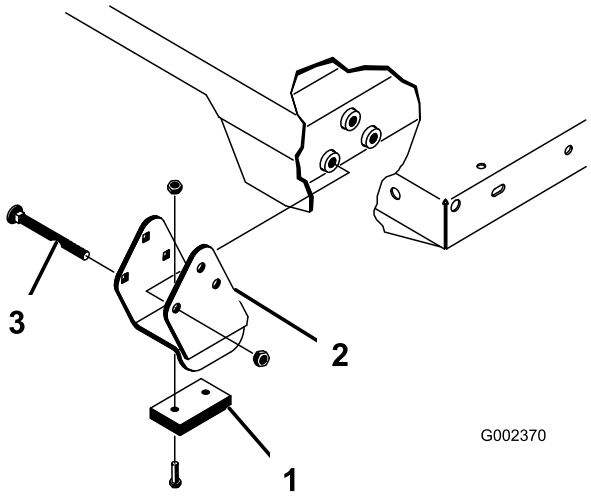

**Figur 32**
**Bemærk:** Sørg for, at afstandsstykkets beslag og slidblokkene (Figur 32) er montere med bræddeboltene hoveder placeret inden i maskinen.
2. Anbring forsigtigt ladet på stellet, og anbring hullerne i ladets bageste drejeplade på linje med hullerne i den bageste stelkanal. Monter 2 gaffelbolte og ringstifter (Figur 32).
3. Sørg for, at ladet er sænket, og fastgør hver cylinderstangsende til de relevante riller på ladmonteringspladerne med en gaffelbolt og en ringstift. Sæt gaffelbolten på fra ladets yderside med ringstiften udad (Figur 32). De bageste riller er til montering af fuldt lad, og de forreste riller er til montering af 2/3-lad.